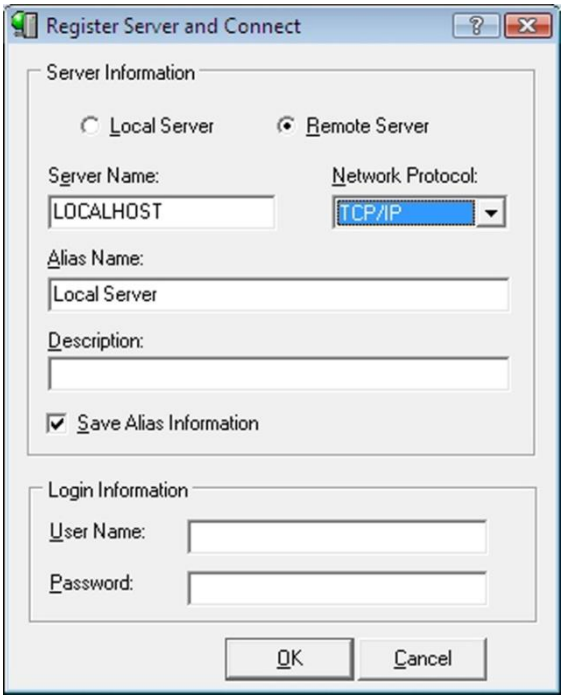

Figure 49 – Register Server and Connect Dialog
1. From the Hierarchical Tree, select your **InterBase Server** (based on the example in Figure 49 select *Local Server*).